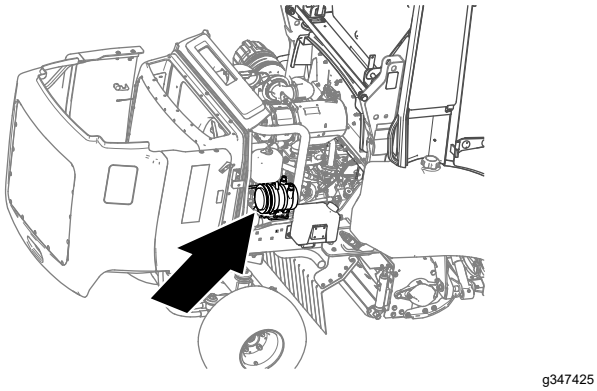

Bild 36
1. Entriegeln und öffnen Sie die Motorhaube (Bild 36).